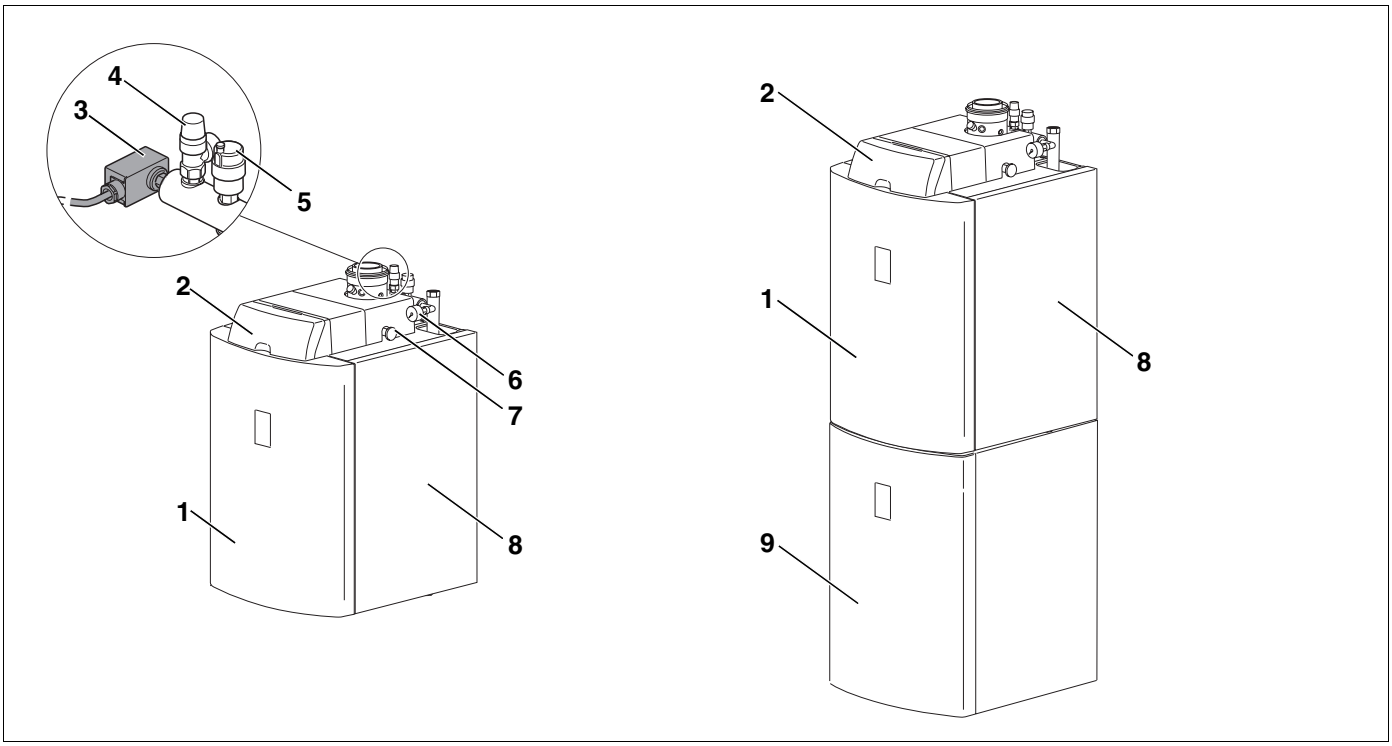

Rys. 1 Logano G135(T); z lewej kocioł grzewczy, z prawej centrala grzewcza
Olejowy kocioł grzewczy Logano plus GB135 -18 oraz Logano G135 -25 (rys. 1, z lewej) zostały wyposażone fabrycznie w palnik, sterownik i różne składniki dodatkowe. Wszystkie składniki instalacji hydraulicznej i elektrycznej zostały podłączone na gotowo.
Olejowe kotły grzewcze Logano plus GB135T - 18 i Logano G135T - 25 (rys. 1, z prawej) wyposażone są w zasobnikowy podgrzewacz c.w.u. Logalux S135. Zestaw (centrala grzewcza) jest w pełni funkcjonalny i został zmontowany wraz z połączeniem kotła z zasobnikiem.
– Płaszcz kotła (rys. 1, **poz. 8**, strona 9) i ścianka przednia kotła (rys. 1, **poz. 1**, strona 9). Płaszcz kotła i ścianka przednia redukują straty energii.
– Zintegrowany zasobnikowy podgrzewacz c.w.u. Logalux S135 (rys. 1, **poz. 9**, strona 9) w modelu Logano G135T z izolacją cieplną wykonaną ze sztywnej pianki poliuretanowej bez FCKW (freonu). Zasobnik c.w.u. wyposażony jest w wymiennik ciepła. Zadaniem wymiennika jest przekazywanie ciepła z wody grzewczej na wodę użytkową. Cała woda znajdująca się w zasobniku ogrzewana jest równomiernie.
Wyłącznik ciśnieniowy (rys. 1, **poz. 3**, strona 9),
zawór bezpieczeństwa (rys. 1, **poz. 4**, strona 9),
odpowietrznik automatyczny (rys. 1, **poz. 5**, strona 9),
manometr (rys. 1, **poz. 6**, strona 9),
zawór odcinający oleju (rys. 1, **poz. 7**, strona 9),